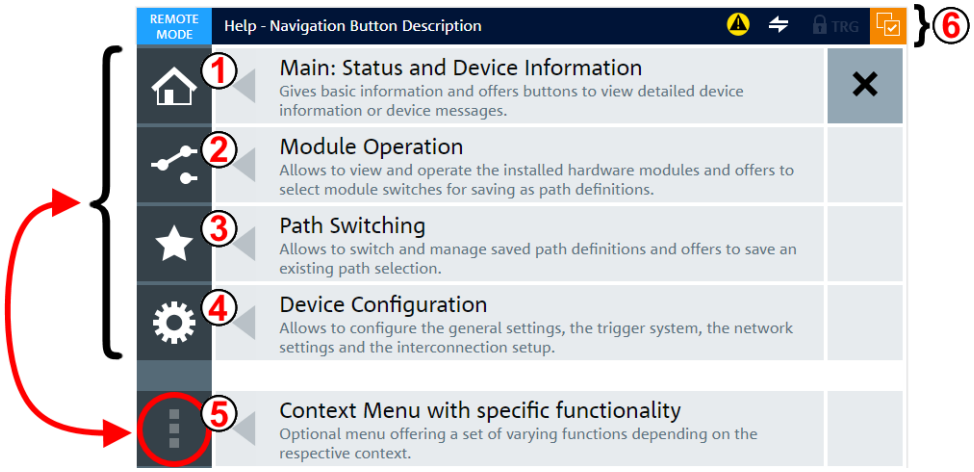

Figure 6-6: Main elements of the graphical user interface (GUI)
The **"Context Menu"** button calls specific functionality for any of the menu items shown above and listed as (1) to (4) in Figure 6-6. Hence, this button is always used **together** with one of the other buttons.
The status bar is shown on top in Figure 6-5 and Figure 6-6. The various indicator icons have the following meanings: